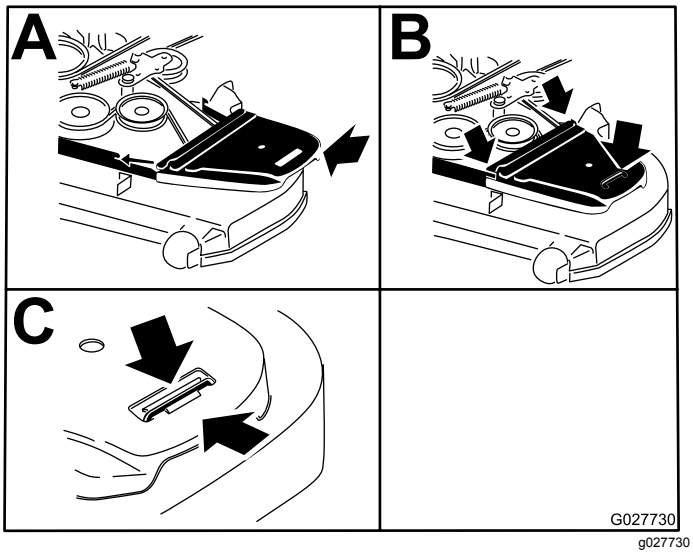

Figure 96
13. Reposez les couvercles de courroies (Figure 96).